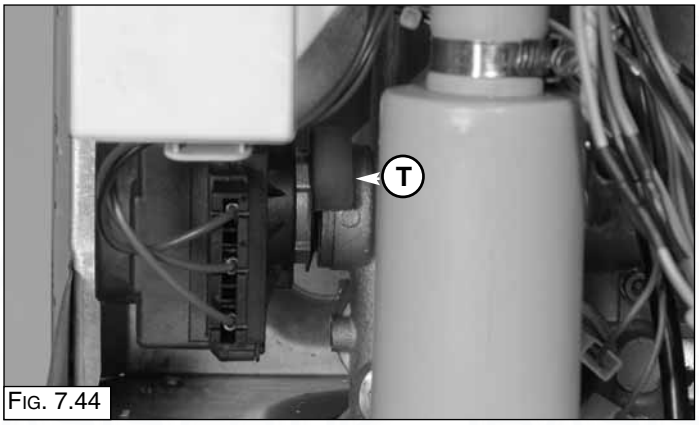

Fig. 7.44
1. Unplug the electrical connector and retaining clip **"T"** (Fig. 7.44);